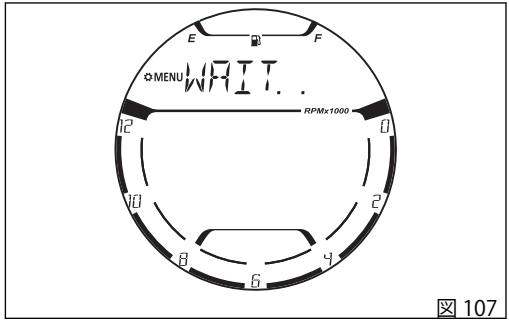

図 107
削除するには、ボタン (4) を押します。ディスプレイに “WAIT..” の文字が表示されます。 (図 107) その後、Bluetooth 機能の入口に戻り、ペアリングデバイス数とリストが更新されます。